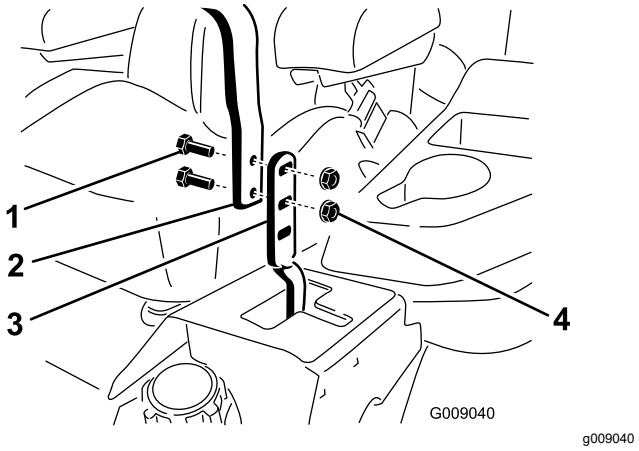

**Figuur 58**
2. Zet de bouten en flensmoeren los waarmee de handgrepen bevestigd zijn aan de hendels (Figuur 58).